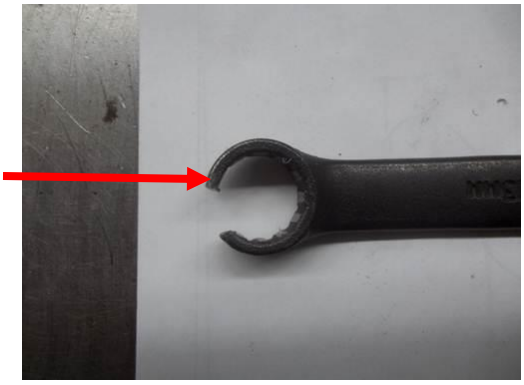

Fig. 9
9. A modified wrench (Fig. 9) will be provided with each order consisting of a 13mm wrench with a slot cut in the top side of the box end and machining the hex open to approximately .585 Dia. This will give enough clamp pressure to depress the locking tabs.